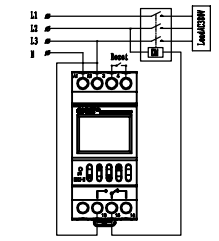

Figure 5 Three-phase controlled wiring diagram (380V for contactor coi
b) The coil voltage of the controlled contactor is AC 380V 50Hz, so its wiring method sees Figure 5.